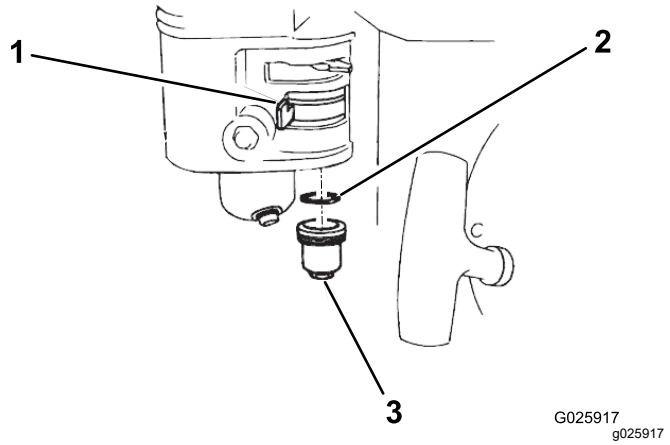

**Рисунок 33**
2. Переведите клапан отключения подачи топлива в положение ВЫКЛ (Рисунок 33).
3. Снимите топливный отстойник и уплотнительное кольцо (Рисунок 33).
6. Вставьте уплотнительное кольцо в клапан отключения подачи топлива и установите отстойник (Рисунок 33). Надежно затяните отстойник.